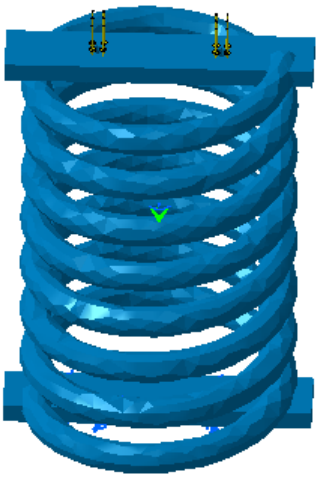

Figure 19-124 *The deformation in the spring*
1. Choose the **Deformation** tool from the **Image** toolbar; the deformation generated in the model is displayed in the graphics area, refer to Figure 19-124.